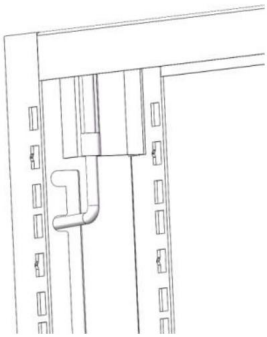

Figura 3
3. Tire de los 4 pestillos de la puerta del juego de puertas (3) a la posición de desbloqueo como se indica a continuación, listo para ensamblar el juego de puertas en el bastidor. Véase la figura 3.